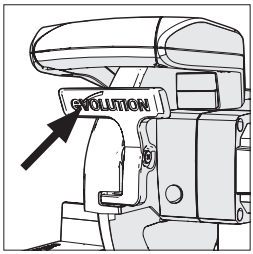

Рис. 18
- Нажмите на рычаг блокировки защитного кожуха нижней части диска, чтобы открыть режущую головку **(Рис. 18)**.